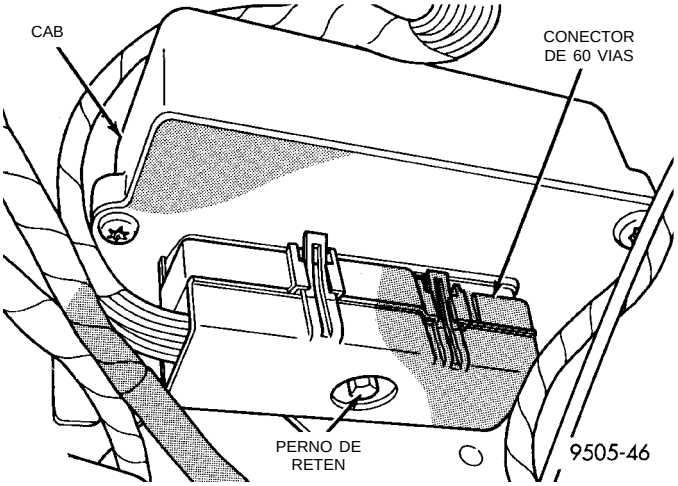

Fig. 28 Conector del mazo de cableado de 60 vías
(1) Apague el encendido del vehículo.
(2) Desconecte el conector de 60 vías del mazo de cableado (Fig. 28) del Módulo del controlador de frenos antibloqueo (CAB). **VERIFIQUE QUE EL ENCENDIDO DEL VEHICULO ESTE APAGADO ANTES DE RETIRAR EL CONECTOR DE 60 VIAS.**
(3) Instale el conector del mazo de cableado de 60 vías (Fig. 28) con la mano en el conector de 60 vías del CAB, hasta donde sea posible. Luego utilice el perno de retén del conector del CAB (Fig. 28) para asentar completamente el conector del mazo de cableado en el CAB.
(4) Apriete el perno de retén del conector de 60 vías (Fig. 28) con una torsión de 4 N·m (38 libras pulgada).